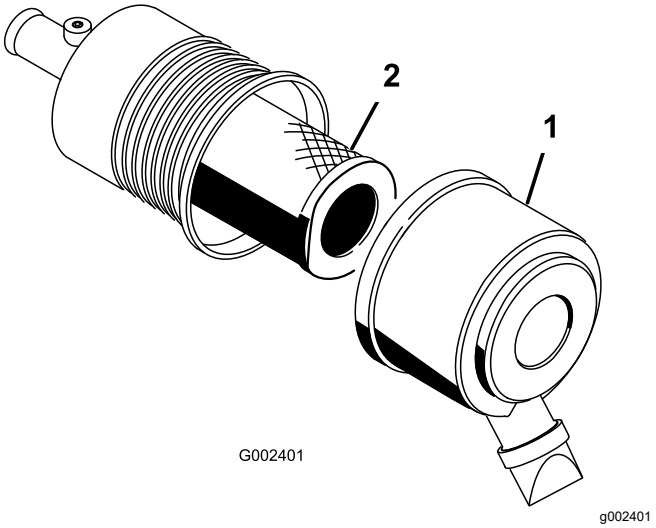

Figur 50
2. Lossa spärrhakarna som fäster luftrenarkåpan på luftrenarhuset (Figur 50).
3. Ta bort kåpan från luftrenarhuset (Figur 50).
5. Ta bort och byt ut filtret (Figur 50).